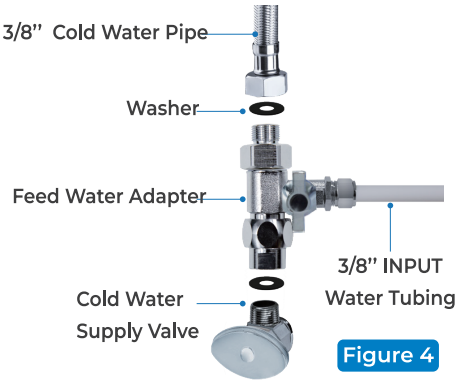

Figure 4
3. Twist the feed water adapter onto the cold water supply valve (with its washer) and tighten it with an adjustable wrench **(Figure 4)**;